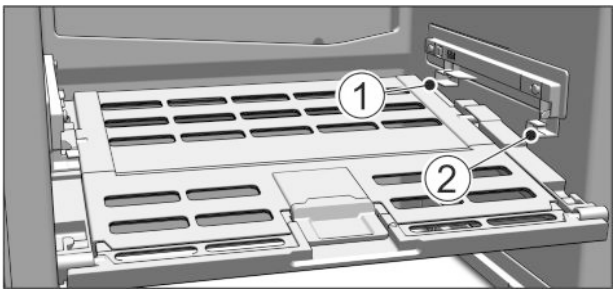

Fig. 50
▶ Mettre en place le couvercle du compartiment Fruit & Vegetable : Introduire les rainures du couvercle en bas dans le support arrière *Fig. 50 (1)* et les insérer dans le support *Fig. 50 (2)*.